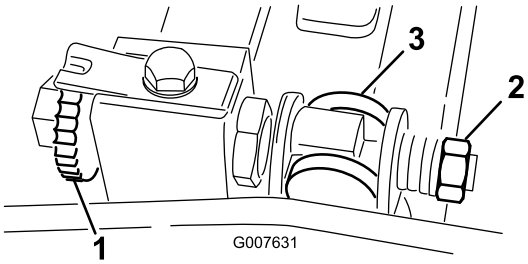

Rysunek 54
1. Obróć śrubę regulacyjną w kierunku przeciwnym do kierunku ruchu wskazówek zegara w celu odwrócenia noża dolnego od wirnika (Rysunek 54).
2. Wykręcaj nakrętkę regulacji naprężenia sprężyny do momentu, gdy podkładka nie będzie już naprężona względem noża dolnego (Rysunek 54).